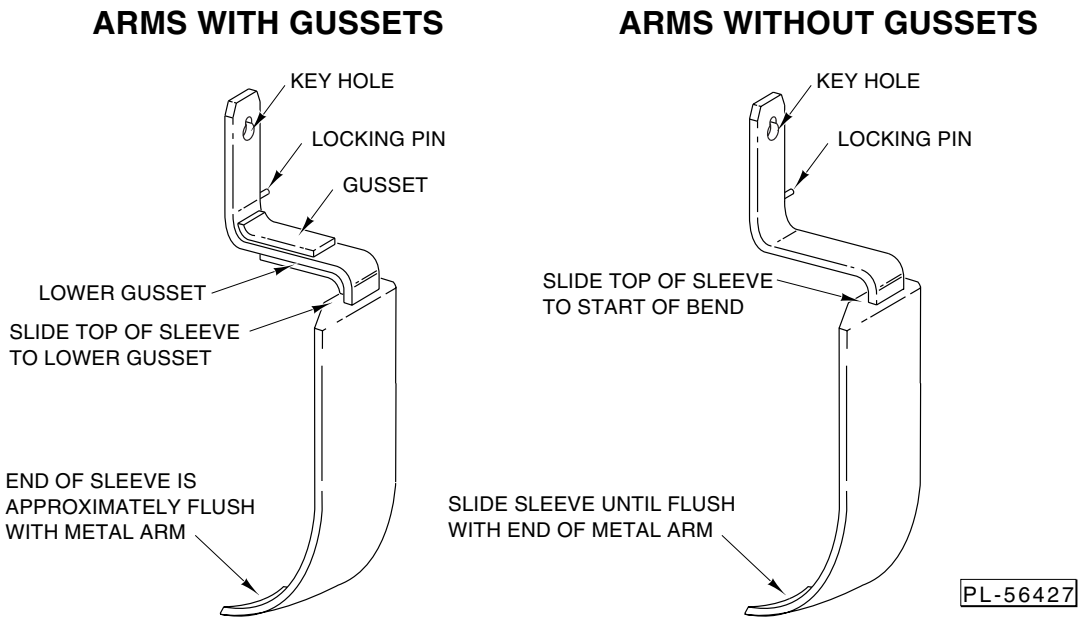

Fig. 3
2. If necessary, tap the end of the urethane scraper on a flat surface to push scraper firmly onto the arm (Fig. 2). Make sure sleeve is positioned on arm as shown in Fig. 3.
- Slide sleeve onto arm so bevel is the leading edge; use a little water as a lubricant. Refer to Fig. 3 for proper sleeve position. Be sure top of arm is clean before reassembly onto Planetary.